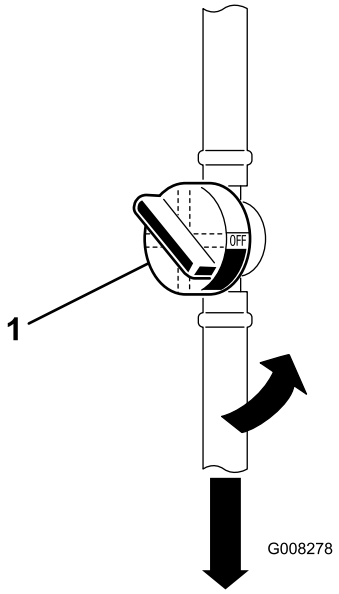

Figur 28
6. Luk brændstofafbryderventilen (Figur 28).
7. Klem slangeklemmernes ender sammen, og skub dem væk fra det gamle brændstoffilter (Figur 28).